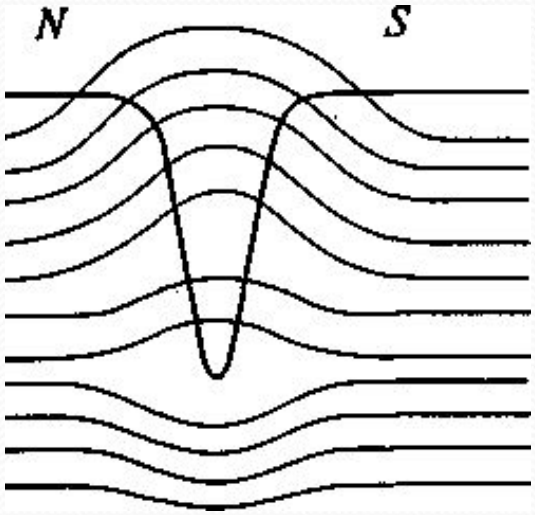

Рис. 6.3. Магнитное поле рассеяния над дефектом
- Если на пути магнитного потока встречается препятствие в виде нарушения сплошности (дефект), то часть магнитных силовых линий выходит из металла (рис. 6.3). Там, где они выходят из металла и входят обратно, образуются локальные магнитные полюса *N* и *S*, обусловливающие локальное магнитное поле над дефектом (поле рассеяния). Поскольку это поле неоднородно, на попавшие в него магнитные частицы действуют силы, стремящиеся затянуть их в места наибольших концентраций магнитных силовых линий. Для намагничивания деталей применяют постоянный и переменный токи, а также постоянные магниты.